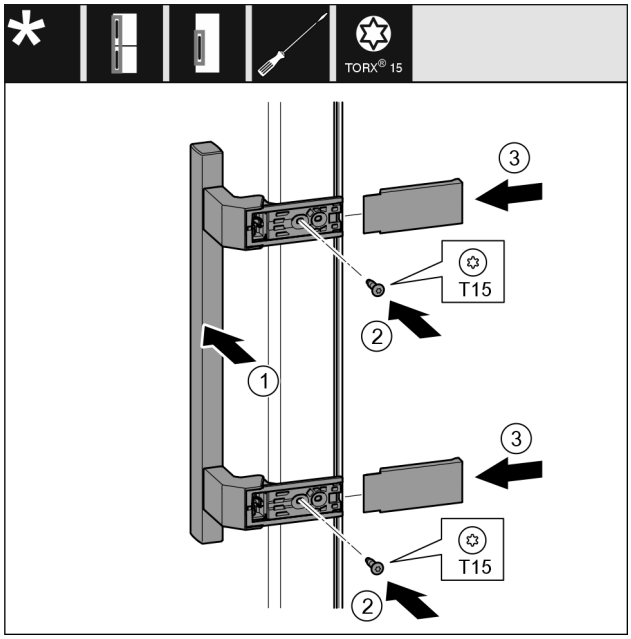

Fig. 20
▶ Nasaďte madlo *Fig. 20 (1)* na protilehlé straně.
▶ Šroubovákem šrouby *Fig. 20 (2)* pevně utáhněte.
▶ Kryty *Fig. 20 (3)* bočně nasaďte a nasuňte.